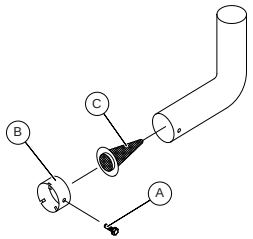

Figure 4-9. Spark Arrestor Screen
1. See ***Figure 4-9***. Remove screw (A) and retaining bracket (B).
2. Remove screen (C) and replace if torn, perforated or otherwise damaged. If screen is not damaged, clean with commercial solvent.